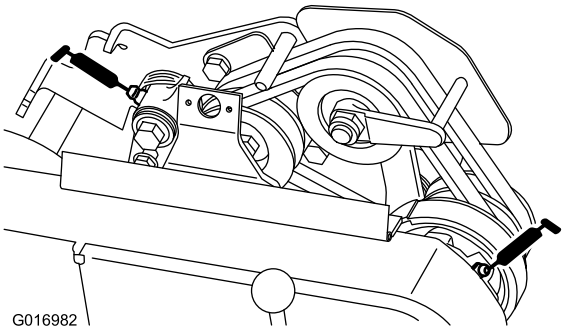

Rysunek 20
- 2 na czopach koła pasowego luźnego (Rysunek 20).